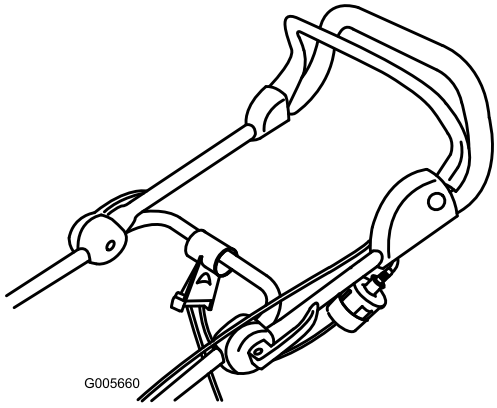

Figur 13
2. Anslut förlängningssladden till gräsklipparens kontakt (Figur 13).